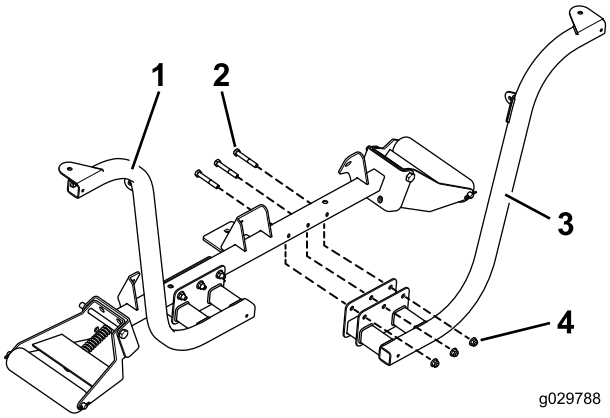

Figur 10
1. Fastgør venstre og højre forlygtebeslag til fronten af rullens støtterør med 6 bolte (3/8 x 2½ tommer) og flangemøtrikker (3/8 tomme) som vist i Figur 10.